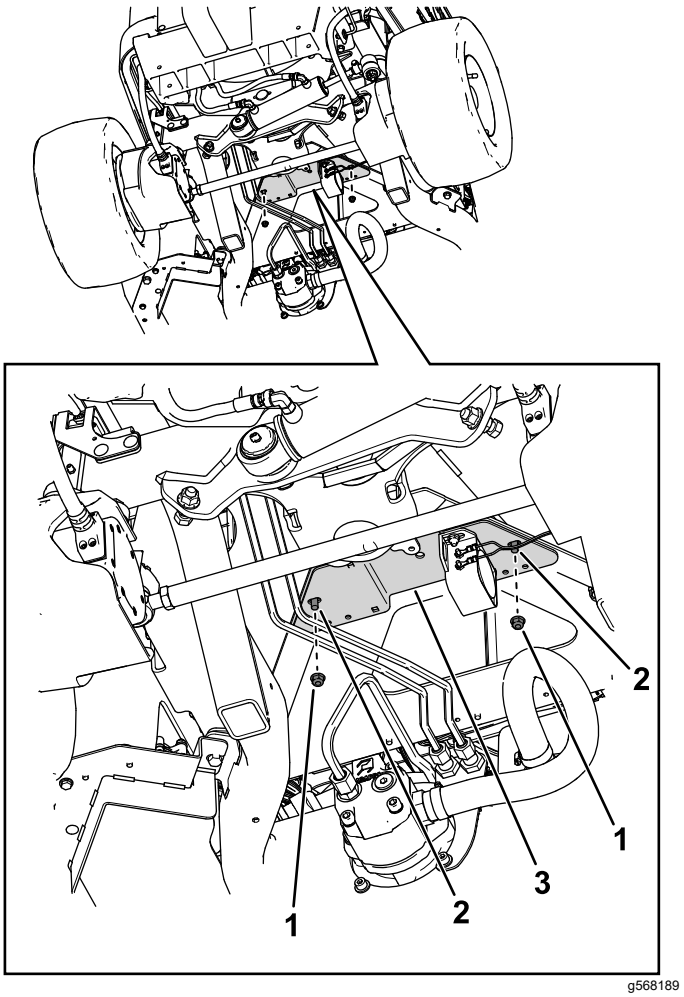

Figur 3
3. Brug 2 bræddebolte (5/16" x ¾") og 2 flangemøtrikker (5/16") til at fastgøre monteringsbeslaget til traktionsenhedens stel (Figur 3).